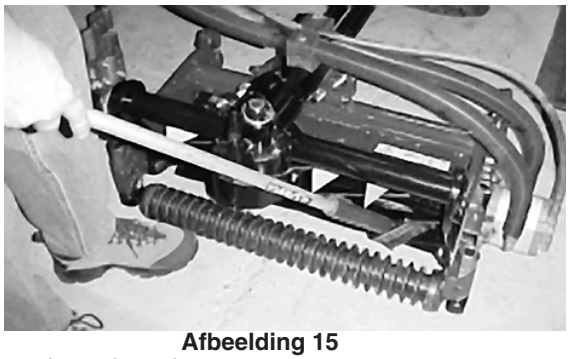

Afbeelding 15
8. Breng het wetmiddel aan met de lange borstel (Toro Onderdeelnr. 29-9100). Gebruik nooit een korte borstel (Afb. 15).